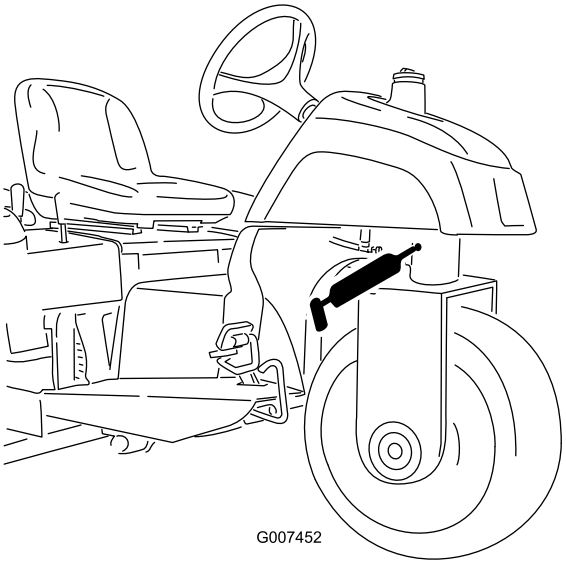

**Figur 25**
- Styrtapp (Figur 25)
**Obs:** För att smörja nippeln på styrtappen (Figur 25) krävs en adapter till fettsprutans munstycke. Beställ Toro-delen med artikelnr 107–1998 från en auktoriserad Toro-återförsäljare.